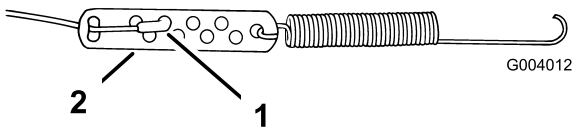

Figur 14
6. Kroka av Z-inpassningen från kabeljusteraren och sätt i den i ett lämpligt hål för att erhålla mellanrummet på 2–3 mm mellan styrstången och handtaget (Figur 14).